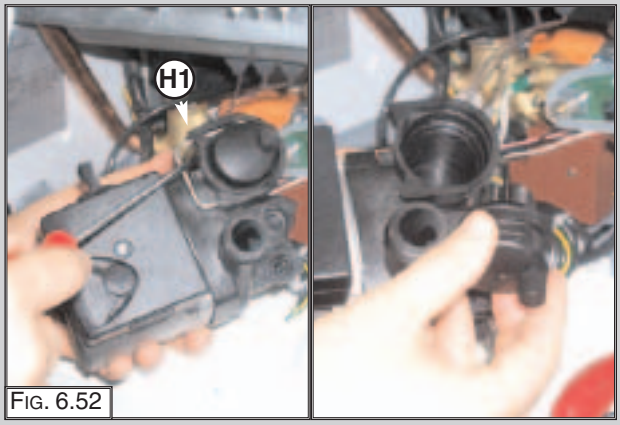

FIG. 6.52
6. Remove the U-clip "H1" and remove the automatic air vent (FIG. 6.52);